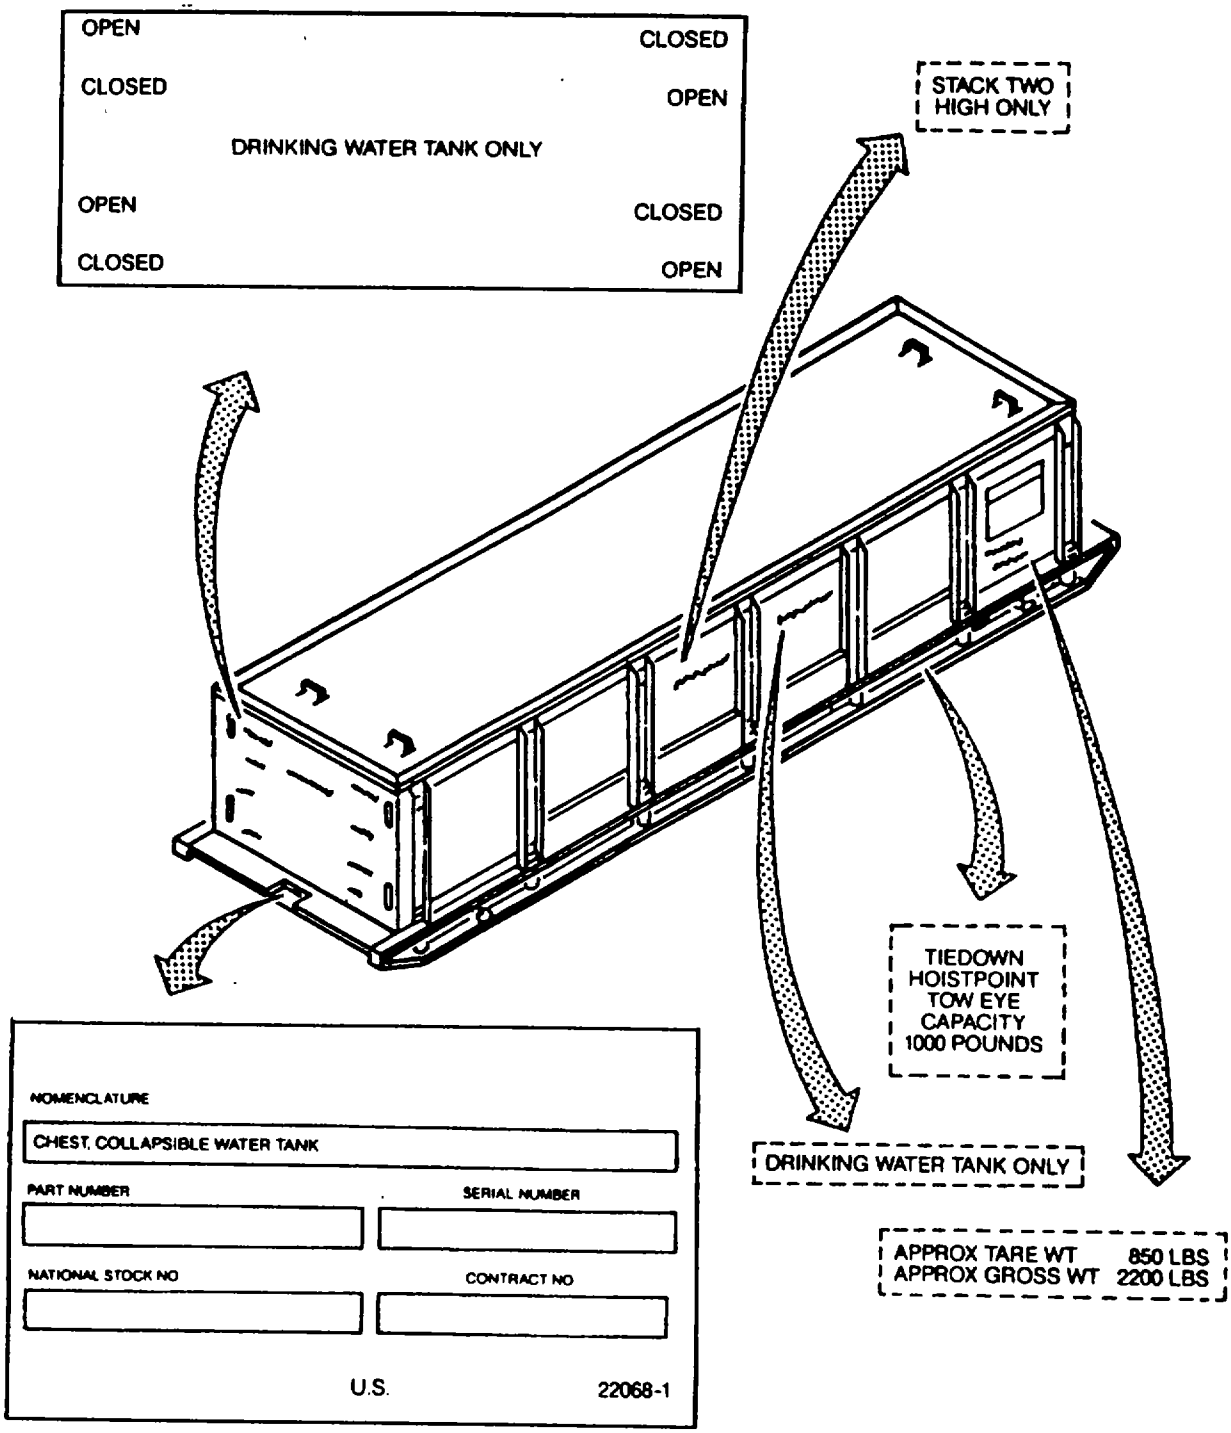

Figure 2-10. Decals and Instruction Plates (Typical)
e. Water Tank Chest. Refer to Figure 2-10 for decals and instruction plates typical of those found on the tank chest.